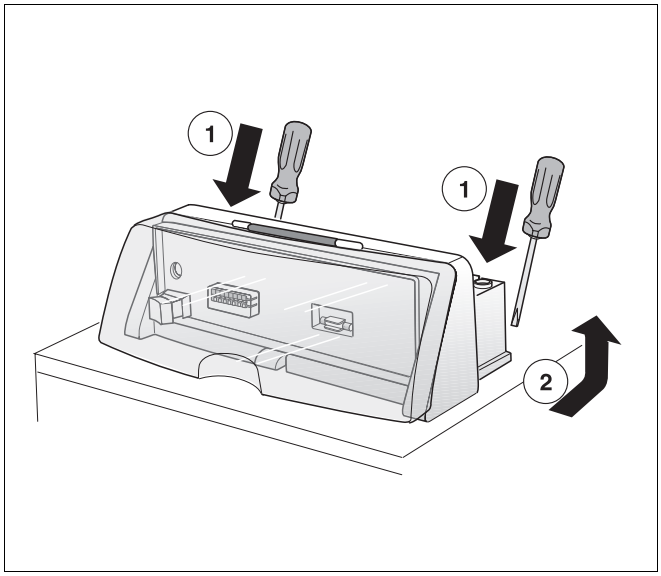

Afb. 5 Regeltoestel uit de verwarmingsketel nemen
- ontgrendel het haakje met een schroevendraaier (afb. 5).